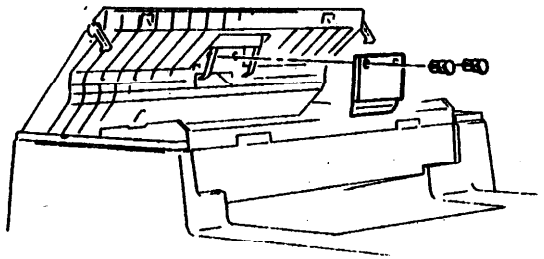

Рис. 1. Тормозная площадка.
4. Снимите два пластиковых штифта, крепящих тормозную площадку и пружину (Рис. 1).